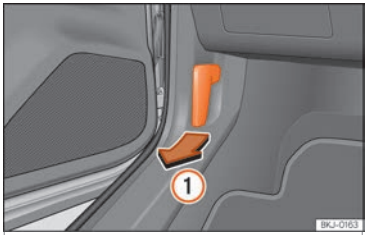

Fig. 11 Alavanca de desbloqueio no espaço para a zona dos pés do condutor.
- Abra a porta e puxe pelo manípulo que existe debaixo do painel de instrumentos ››› Fig. 11 ①.